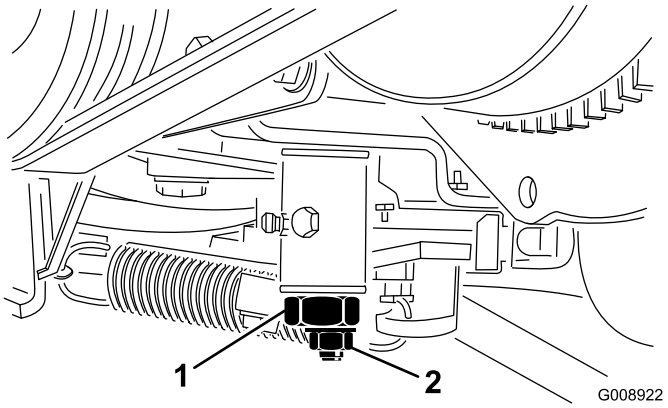

Figur 49
2. Løsn gaskabelforbindelsesdelen på indsprøjtningspumpens løftearm (Figur 49).